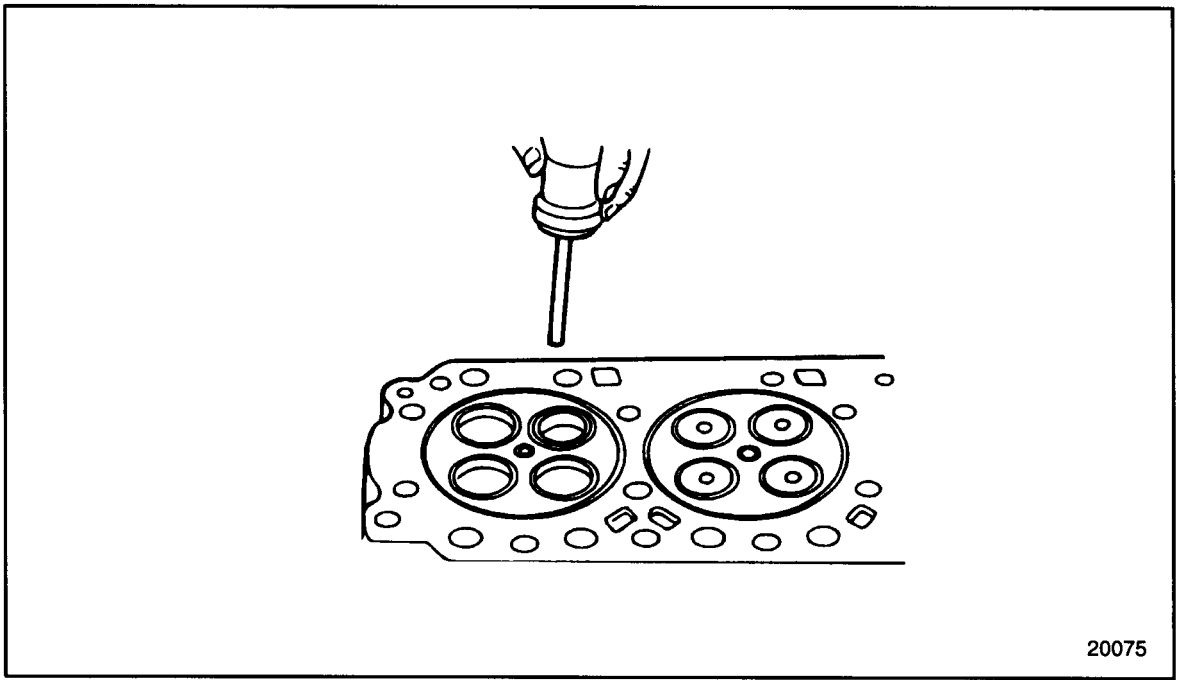

Figure 1-83 Valve Seat Insert Installation
4. Pilot the installer into the valve guide from the firedeck surface. See Figure 1-83.